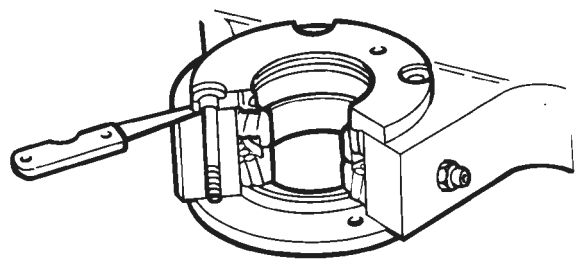

Fig. 4 - Determining Shim Thickness
5. Using Extreme Pressure Lithium Complex No. 2 grease (23), pack bearing assemblies (30), including end faces, and install bearings.
6. Place inner seal housings (33 & 35) temporarily in position and secure with bolts (47) and washers (45). Tighten bolts (47) to a torque of 16 Nm (12 lbf ft).
7. Using feeler gauges, as shown in Fig. 4, measure the dimension between the inner pivot faces and seal housings (33 & 35). Measure at 3 positions equally spaced around seal housings and determine average dimension, this is the size of shims (38) required.
8. Remove bolts (47), washers (45) and inner seal housings (33 & 35).
9. Install shims (38) as calculated at Step 7, reinstall inner seal housings (33 & 35) and secure with bolts (47) and washers (45). Tighten bolts (47) to a torque of 94 Nm (68 lbf ft).